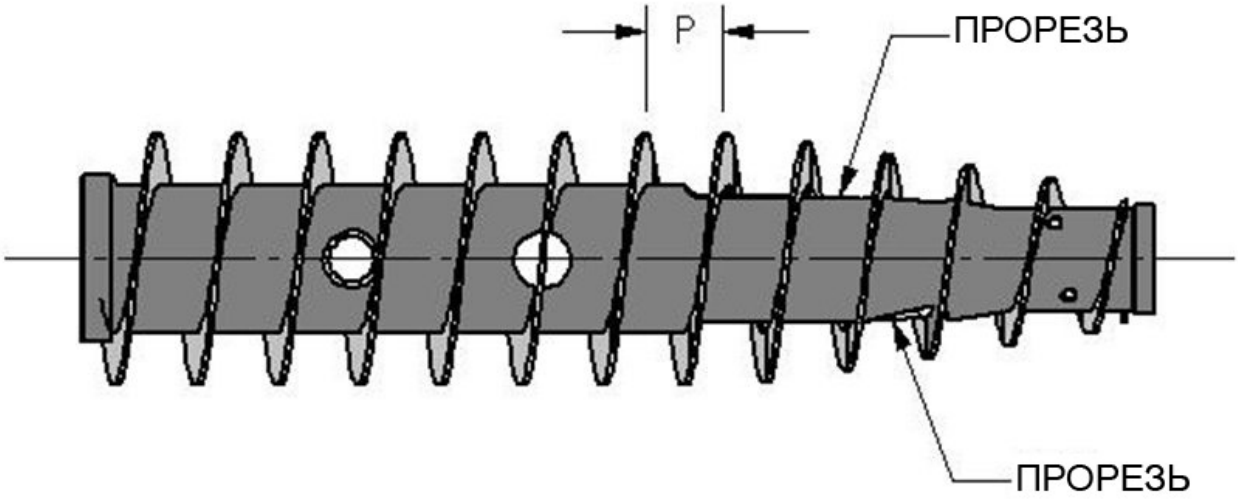

Рисунок 3-8: Конвейер
Конвейер подвешен внутри барабана на подшипниках и вращается в том же направлении, что и барабан, но немного медленнее. Отделенная твердая фаза вытесняется на внутреннюю стенку барабана центробежной силой и транспортируется к разгрузочным отверстиям барабана. Шаг (P) лопастей конвейера представляет собой расстояние в миллиметрах между лопастями, измеренное параллельно оси конвейера. См. Рисунок 3-8.